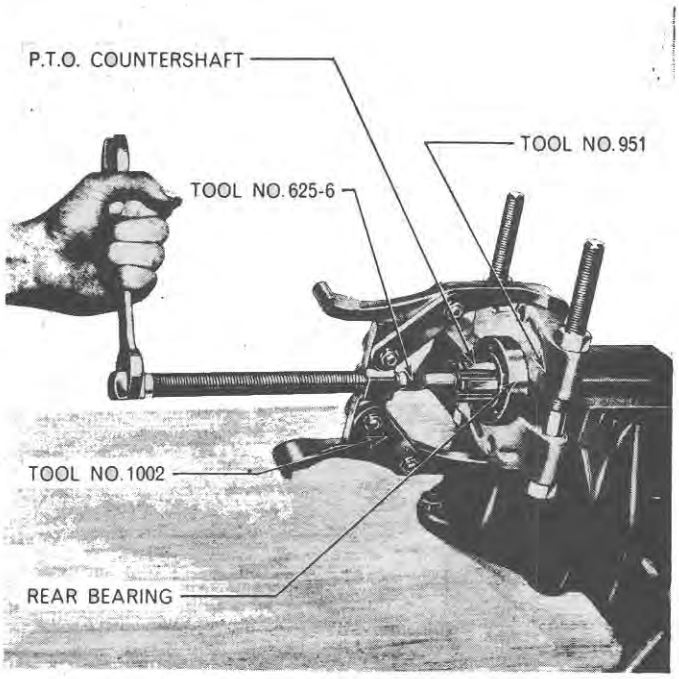

Figure 18
2. Inspect the countershaft and the rear bearing and, if necessary, pull the bearing off the shaft using Tools Nos. 1002, 951 and 625-6, Figure 18.